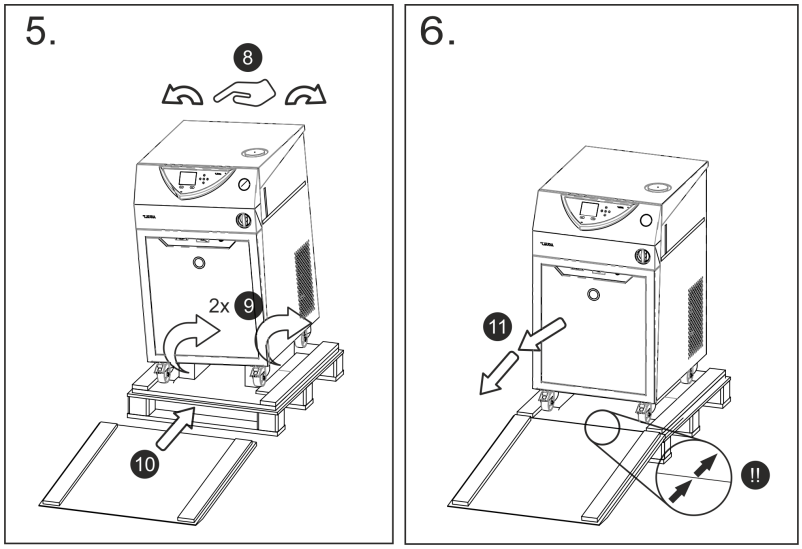

Fig. 4: Illustration des instructions de déballage pour le VC 5000
5. Retirer la mousse ⑥ qui recouvre l'appareil et les coins ⑦.
6. Figure 4 : L'appareil est déballé.